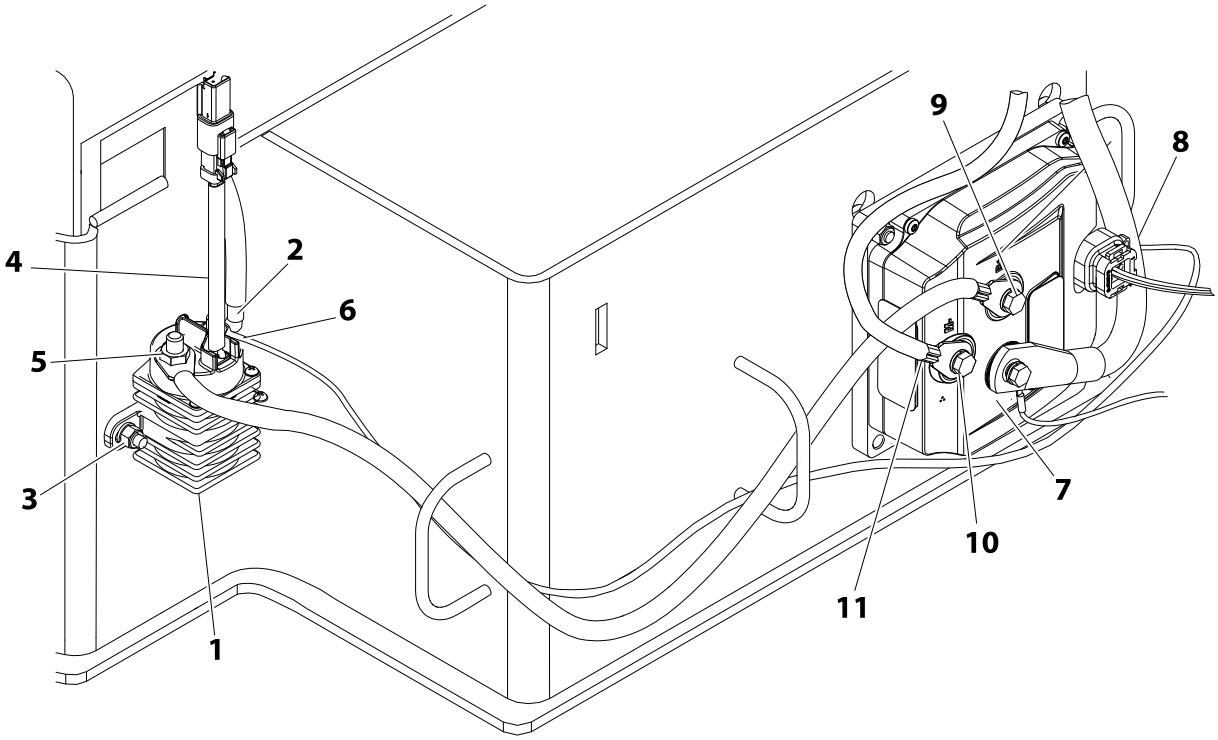

Figure 3-8. Main Power Contactor Relay and Pump Controller Module Location
The pump control module (item 7 - Figure 3-8.) is located inside the left side component door, mounted to the side of the battery box. Use the following instructions when replacing the pump control module.
1. When installing the pump control module, be sure that the terminals are oriented as shown in Figure 3-8.